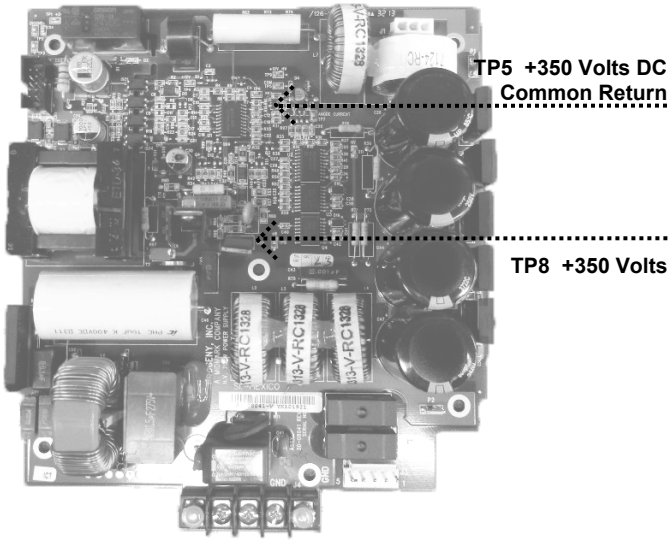

Figure 66 Power Supply Board 30-08041
1. On the Power Supply Board, measure the voltage across TP5, the Common Return, and TP8, +350 volts DC, as shown in *Figure 66*. This voltage will be acceptable if measured between 330 and 390 volts DC. Values above or below this number indicate the need to replace the Power Supply Board.